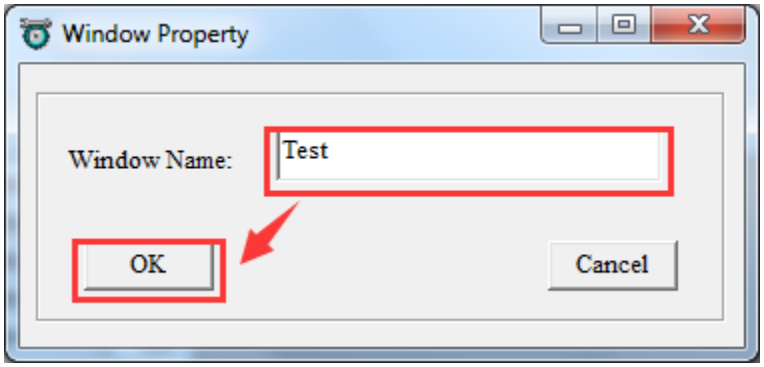

图 1 窗口属性
2.弹出“Window Property”窗口，输入目标窗口名称，单击“OK”按钮即可，如下图 1 所示。